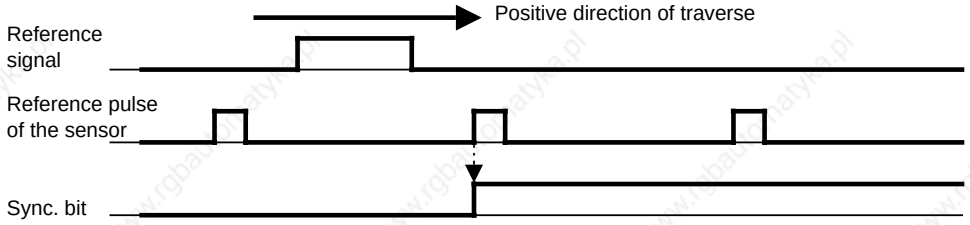

**Figure 15-18. Position of the Reference Point (SYNC Bit 0 --> 1) after the Reference Signal**
- If the reference signal changes from ”1” to ”0” before the reference pulse is reached, the module is only synchronized if a positive traversing path is recognized after the falling edge of the reference signal (see figure 15.18).